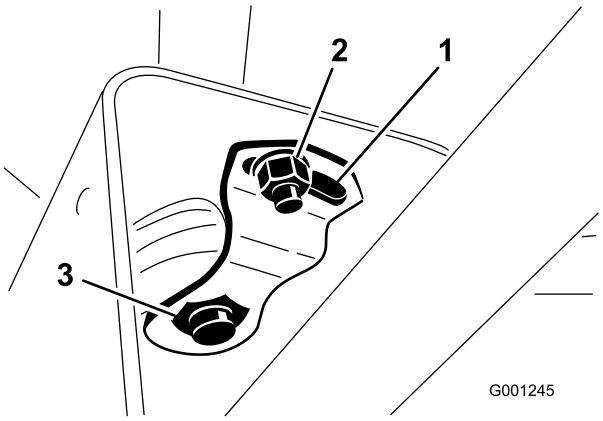

Figur 70
2. Dra dekselet opp langs rattstangen for å få tilgang til svingbraketten (Figur 70).
3. Løsne den lille mutteren, og drei svingbraketten til den strammer den store mutteren nedenfor (Figur 70).